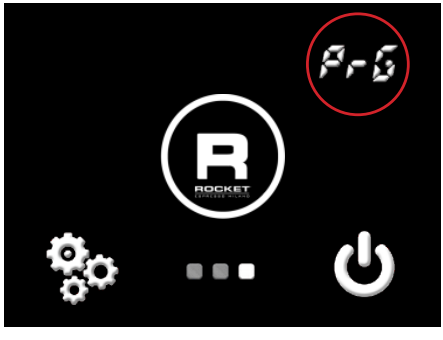

Bildschirm 3 - Symbol Programmierung
1. Gehen Sie auf Bildschirm 3 und drücken Sie Pr-G